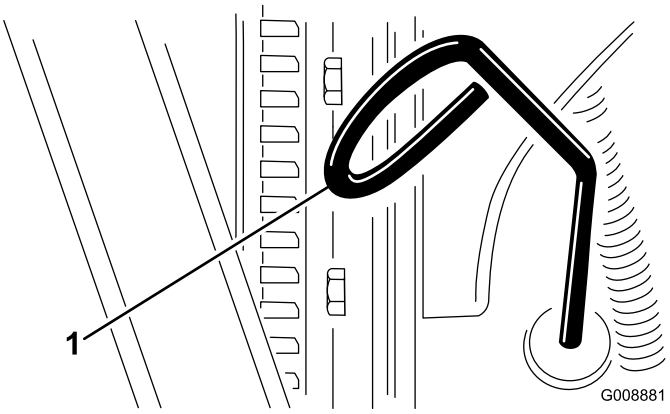

Figuur 26
3. Verwijder de peilstok en veeg deze schoon. Plaats daarna de peilstok weer terug (Figuur 26).